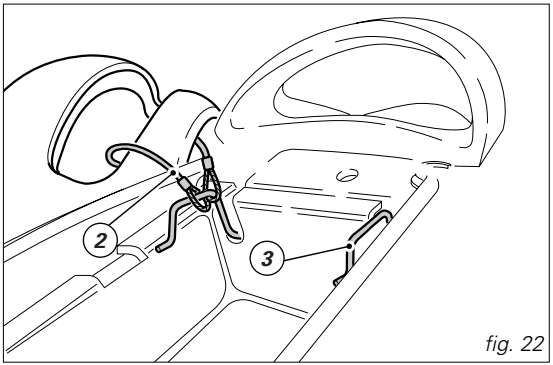

fig. 22
On the rear end of the compartment underneath the seat, there is the helmet fastening cable (2) (see page 48). Insert the cable into the helmet and insert the ends of the cable into one of the two hooks (3). Leave the helmet hanging outside (fig. 22) and refit the seat.